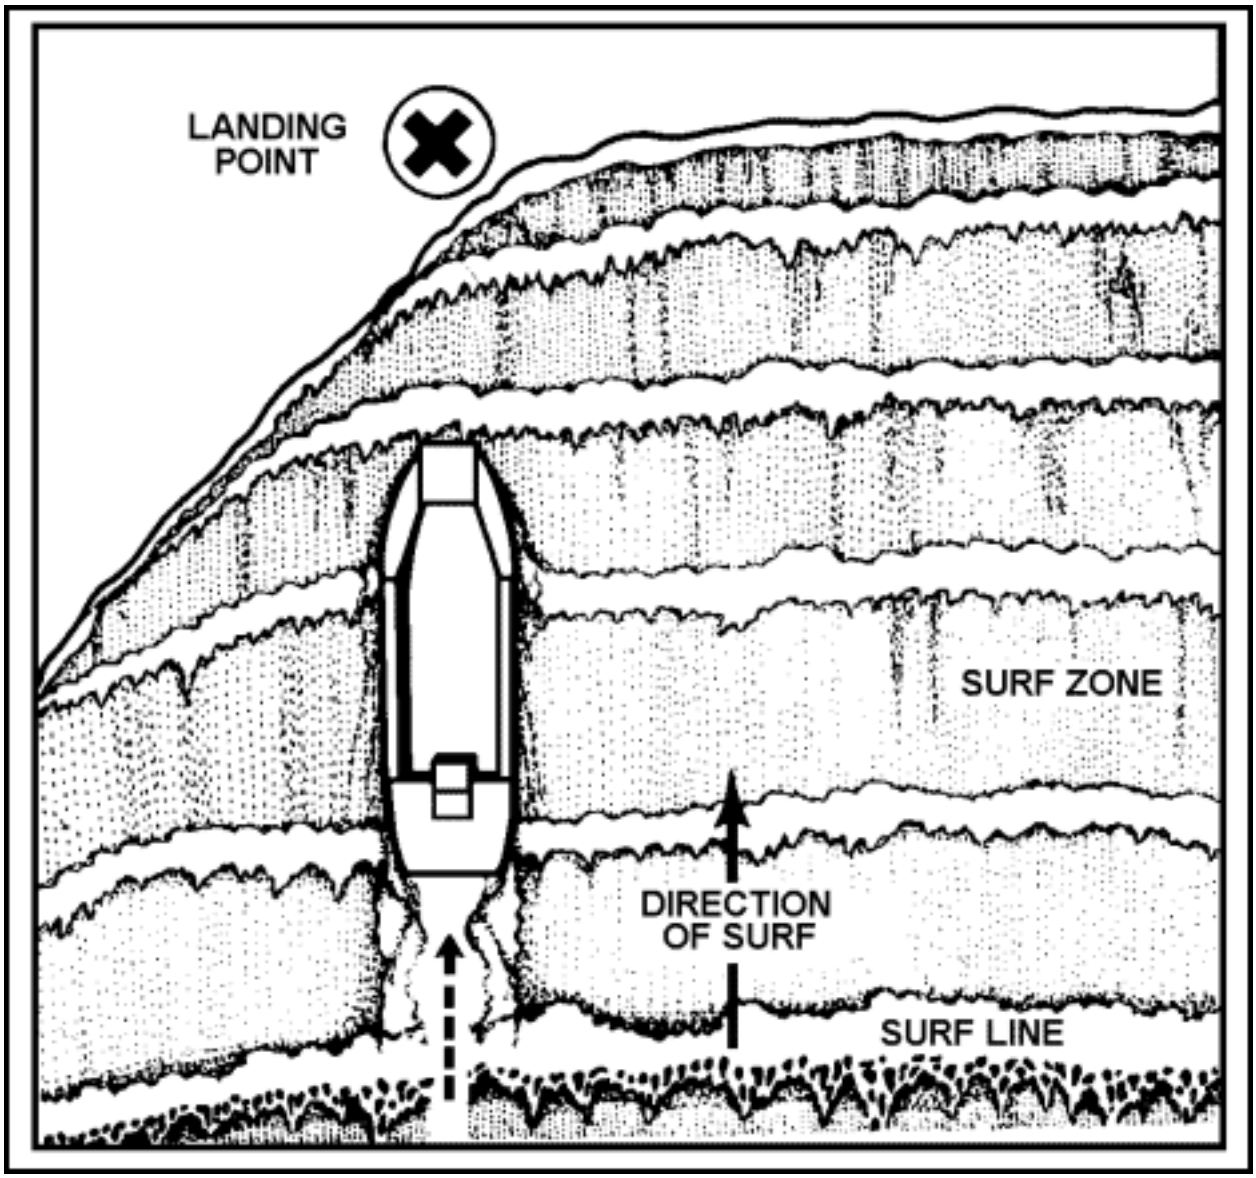

Figure 14-2. Crossing the Surf Line
- Cross the surf line at a right angle to the advancing waves (Figure 14-2). Waves are not always parallel to the beach.